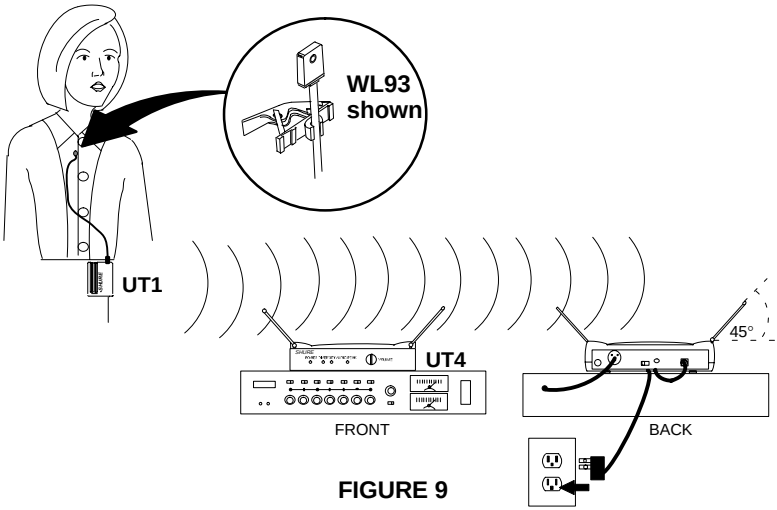

FIGURE 9
1. Refer to Figure 9. Connect the supplied ac power adapter to the DC INPUT connector on the back of the receiver. Insert the adapter's cable into the power cable retainer. Plug the adapter into a wall socket or other ac power source (use PS20 for 120 Vac, 60 Hz power; use PS20E for 230 Vac, 50 Hz power). The green POWER light on the receiver will glow.
3. Press the WL93, WL184 or WL185 lavalier microphone into the mounting clip and attach it to your garment. Do not cover the microphone with your clothing, and keep it approximately 8 to12 inches below your chin. See Figure 9.